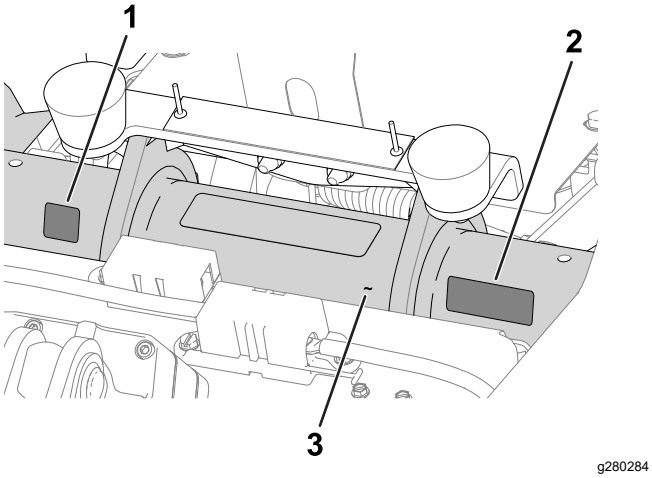

Figuur 11
- **Sticker productiejaar** en **sticker CE-markering**: breng de stickers aan op de framebuis onder de stoel en het plaatje met het serienummer; zie Figuur 11.